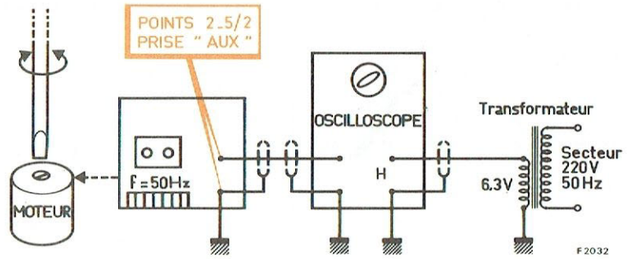

Fig. 7
B. RÉGLAGE DE LA VITESSE DE DÉFILEMENT (Fig. 7)